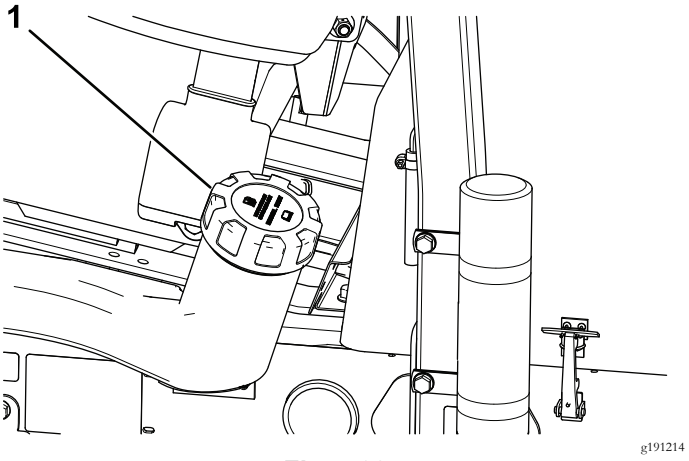

Figur 39
1. Rengør området omkring brændstoftankens dæksel (Figur 39).